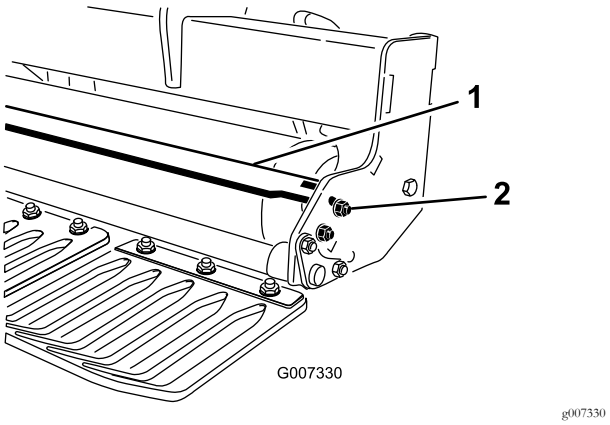

**Figur 16**
1. Løsn de fastgørelsesanordninger, der fastgør hver ende af skraberen til rulleskraberens tap (Figur 16).